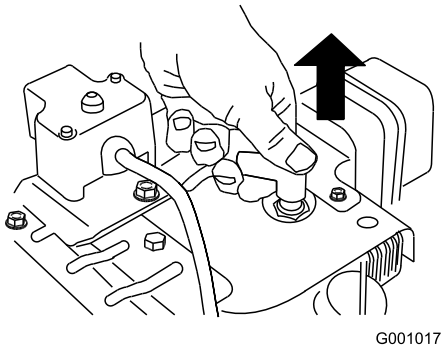

Bild 39
3. Ziehen Sie den Kerzenstecker ab (Bild 39).